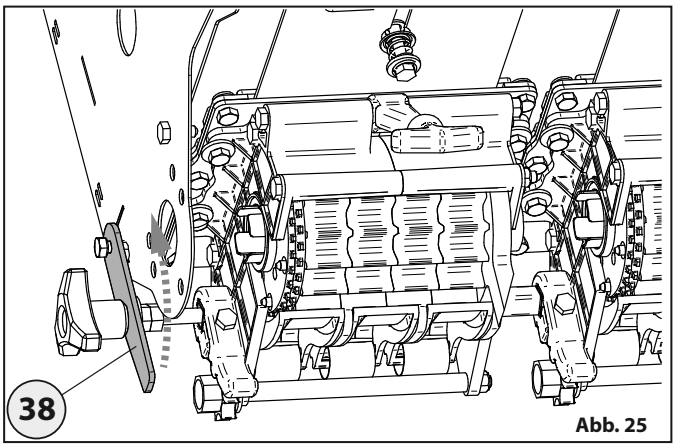

Abb. 25
- Den Feststellhebel der Taster **38** „Abb. 25“ nach oben schwenken.